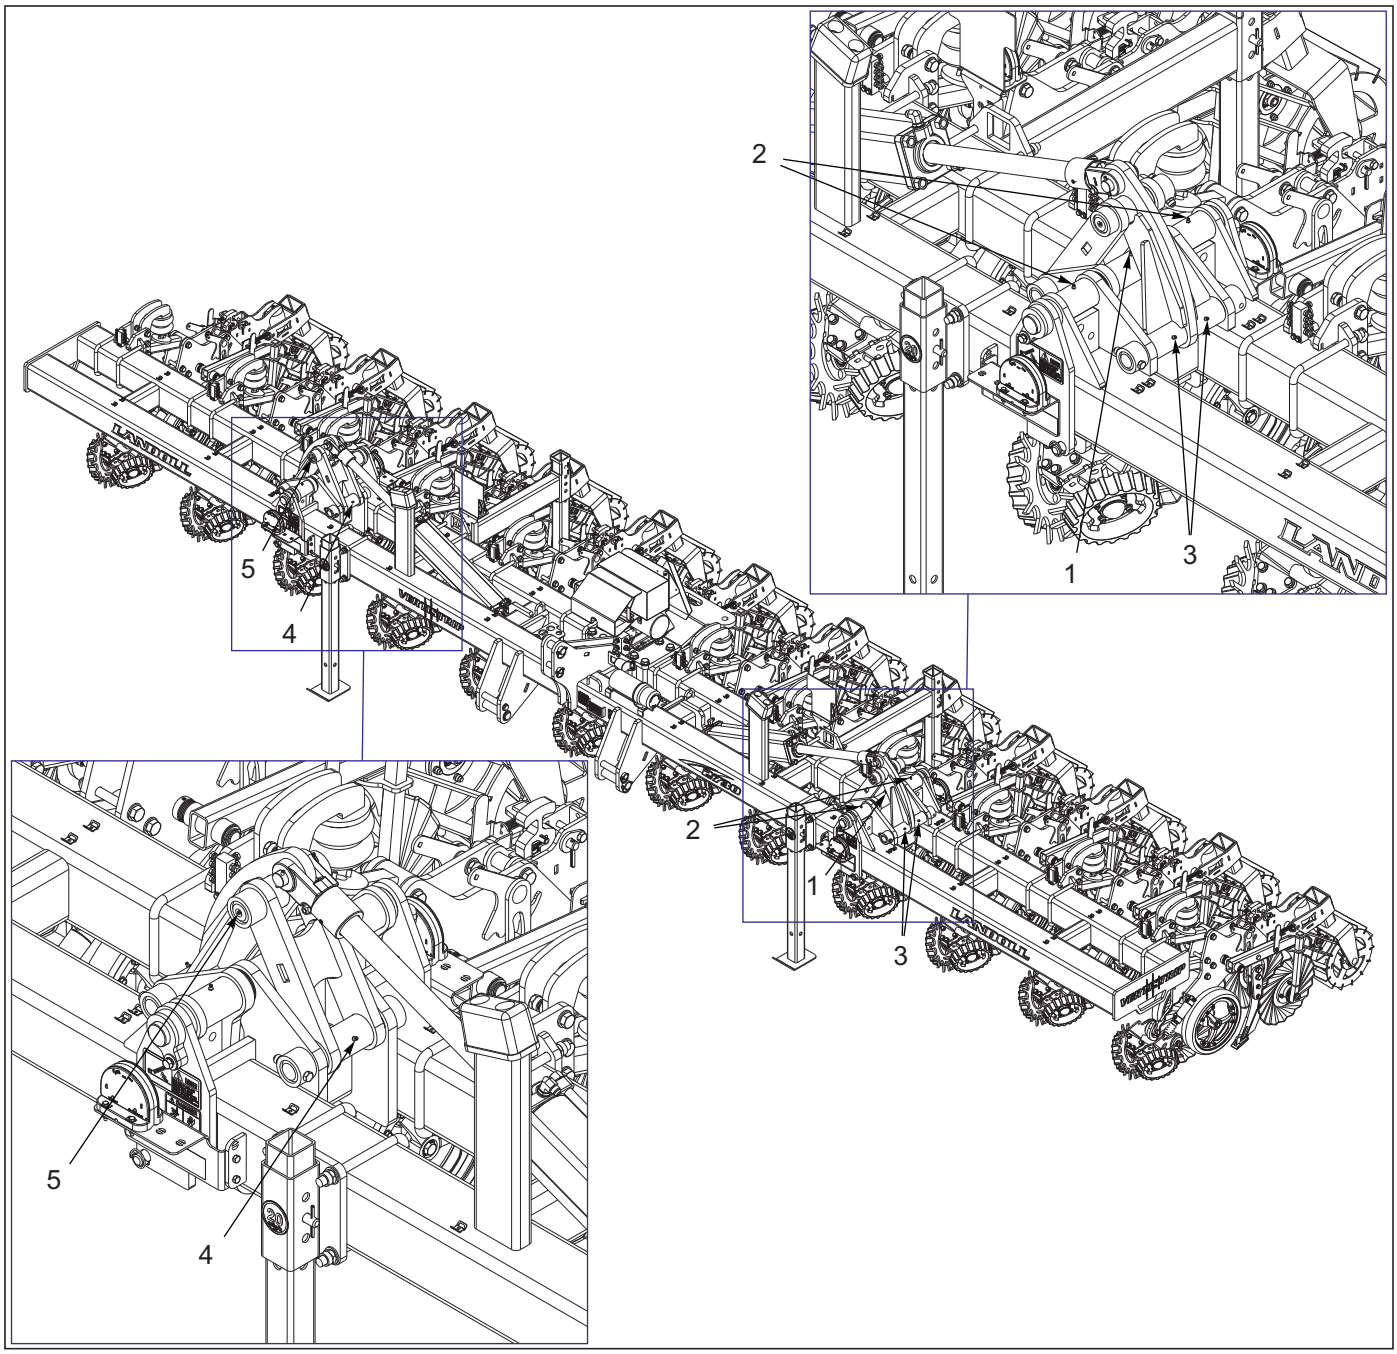

Figure 5-1: Lubrication Points
1. ***Table 5-1*** specifies the lubrication points and intervals on the Vertistrip. Proper maintenance of your machine will, under normal operating conditions, help to keep it operating at or near its peak performance for an extended period of time. Proper maintenance is also a condition of keeping your warranty in good status ***See Figure 5-1*****.**